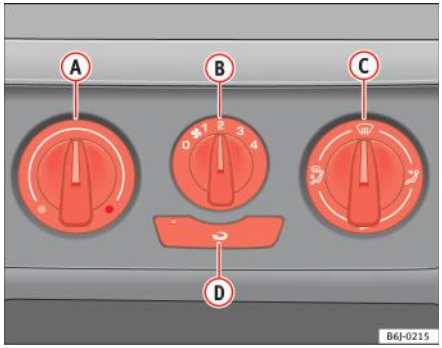

Fig. 87 Comenzile sistemului de încălzire de pe planşa de bord
– Rotiți selectorul de temperatură ⇒ fig. 87 (A) în sens antiorar.
– Rotiți butonul aerotermei (B) la oricare din setările 1-4 pentru distribuția aerului către zona capului.
– Setați fluxul de aer în direcția dorită, utilizând butonul pentru distribuția aerului (C).
– Pentru alegerea temperaturii dorite, rotiți selectorul de temperatură ⇒ fig. 87 (A) în sens orar.
– Rotiți selectorul de temperatură ⇒ fig. 87 (A) în sens orar, pentru a atinge temperatura maximă.
– Rotiți butonul aerotermei (B) până în poziția pentru setarea 4.
– Închideți duza (3).
– Deschideți şi orientați duza (4) spre geamurile laterale ▶
– Rotiți selectorul de temperatură ⇒ fig. 87 (A) spre zona de încălzire.
– Rotiți butonul aerotermei (B) la oricare din setările 2-3 pentru distribuția aerului către zona capului.
– Închideți duzele (3)
– Deschideți şi orientați duzele (4) spre geamurile laterale